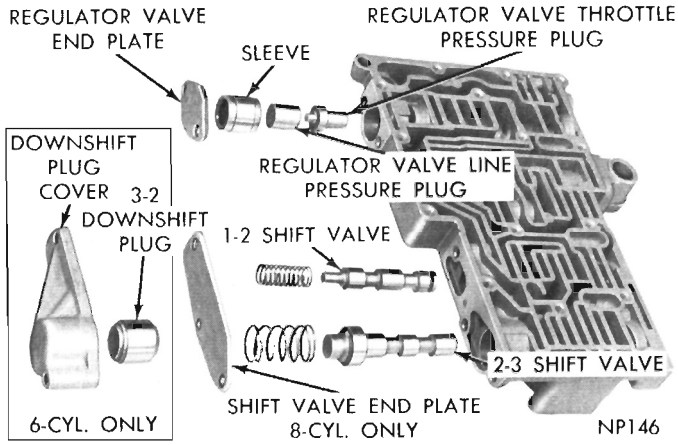

Fig. 55—Valve Body—Shift Valve Side—Disassembled
(15) Remove shift valve end plate (Fig. 55) and slide out the two springs and valves.
(4) Install 1-2 and 2-3 shift valves and springs (Fig. 55). Install shift valve end plate and tighten the three retaining screws to 28 inch-pounds.
(5) Install regulator valve throttle pressure plug, sleeve, and line pressure plug (Fig. 55). Install regulator valve end plate and tighten the two retaining screws to 28 inch-pounds.